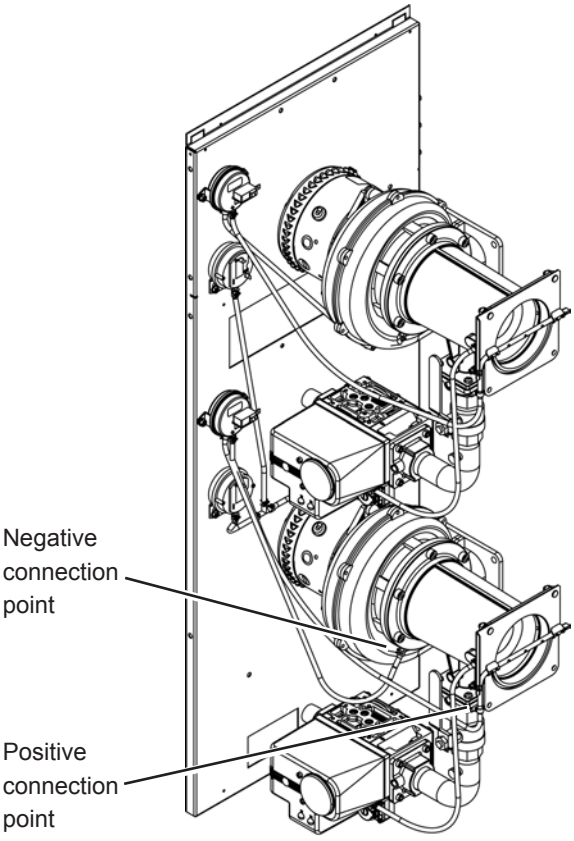

Fig. 106 – Connections for Pressure Gauge - NT 1700
3. Press the Display Setup button. The Display Setup screen is shown in Fig. 106.